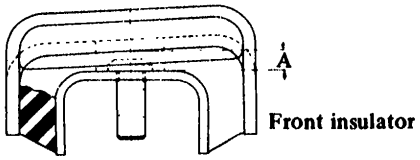

Fig. RA-30 Sectional view of differential mounting insulators
3. Replace differential mounting front insulator if the dimension "A" is 9 mm (0.35 in) or greater, 2 mm (0.08 in) or smaller (unloaded). See Figure RA-30.